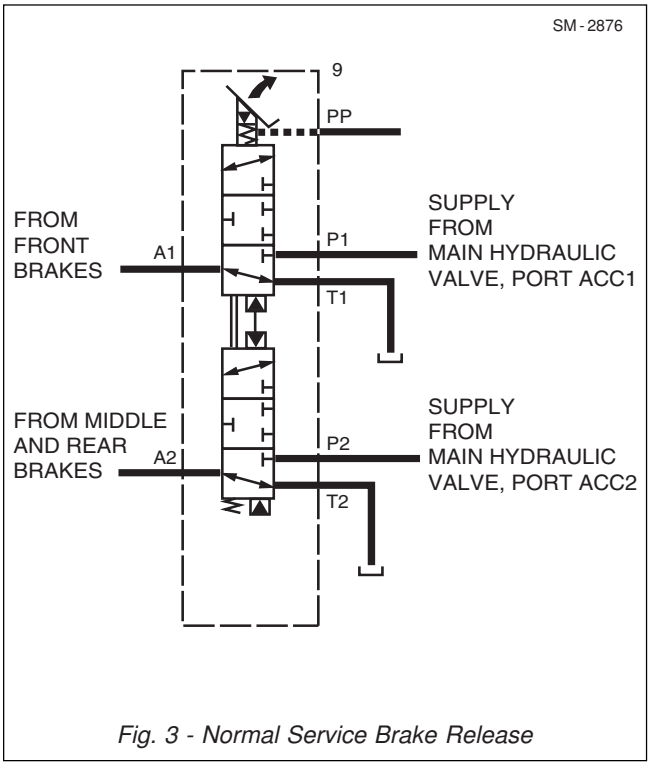

Fig. 3 - Normal Service Brake Release
Refer to Figure 3. When the operator releases pedal (1) assembly, spools (10 and 13) will become unbalanced and move downwards, opening outlet ports 'A1' and 'A2' to tank. At this point, oil in the 'A1' and 'A2' lines is released to tank through tank ports 'T1' and 'T2', releasing the brakes.